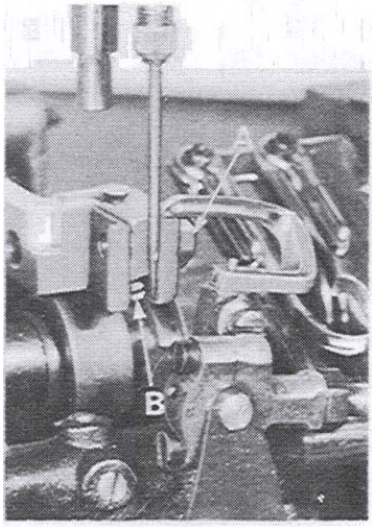

Fig. 10
Parallel adjustment can be made by loosening screws (A, Fig. 10) and turning screw (B) clockwise to lower front of feed dog, counterclockwise acts the reverse. When properly set, retighten nut (A).
Zur parallelen Einstellung lösen Sie die Mutter (A, Fig. 10) und drehen die Schraube (B) im Uhrzeigersinn um den vorderen Teil des Transporteurs tiefer zu stellen, drehen im Gegenuhrzeigersinn bewirkt das Gegenteil. Wenn richtig eingestellt, ziehen Sie die Mutter (A) wieder an.